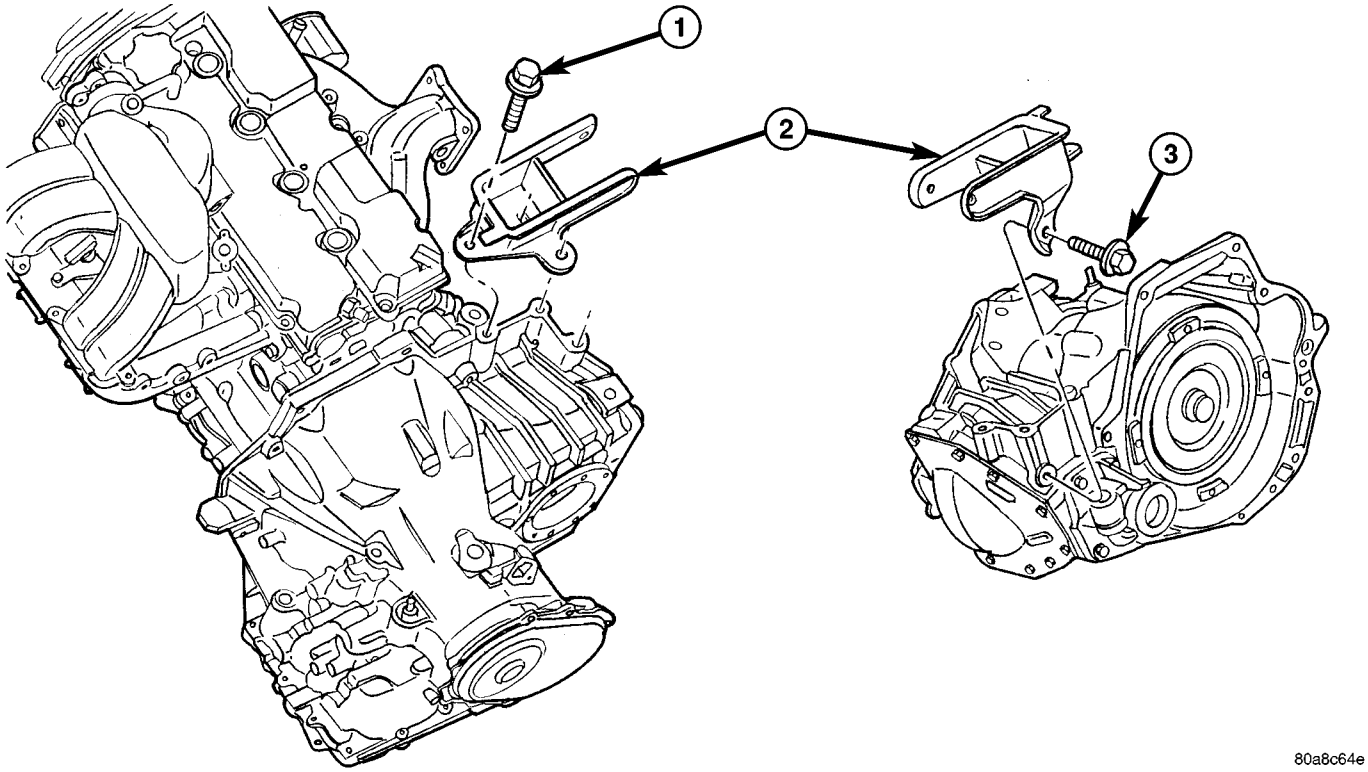

Fig. 84 Rear Mount Bracket - (all engines)
(6) For rear mount bracket removal, remove the bolts attaching bracket to transaxle (Fig. 84).
(7) Remove rear mount bracket.
(1) Install rear mount bracket, if removed (Fig. 84).